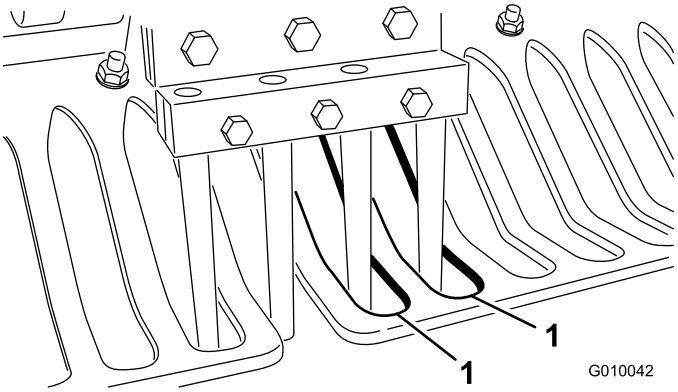

Figur 26
6. Kontroller at pipene står rett i forhold til midten på verneplatenes mellomrom (Figur 26). Juster verneplatene som nødvendig og stram til mutterne.